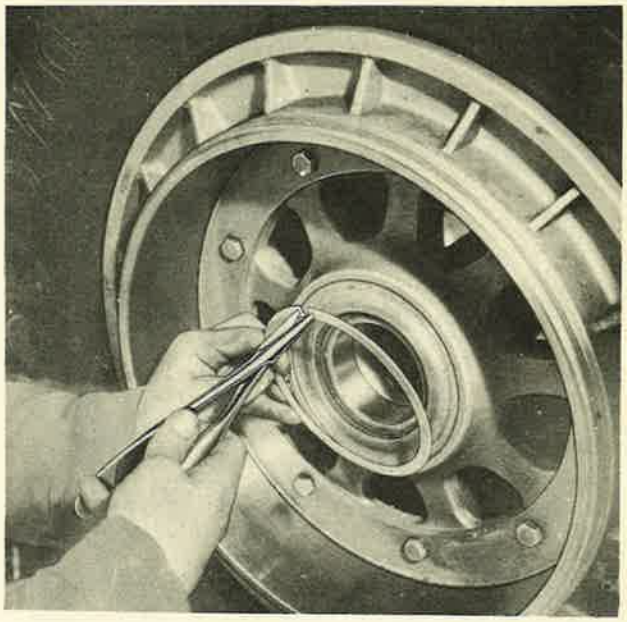
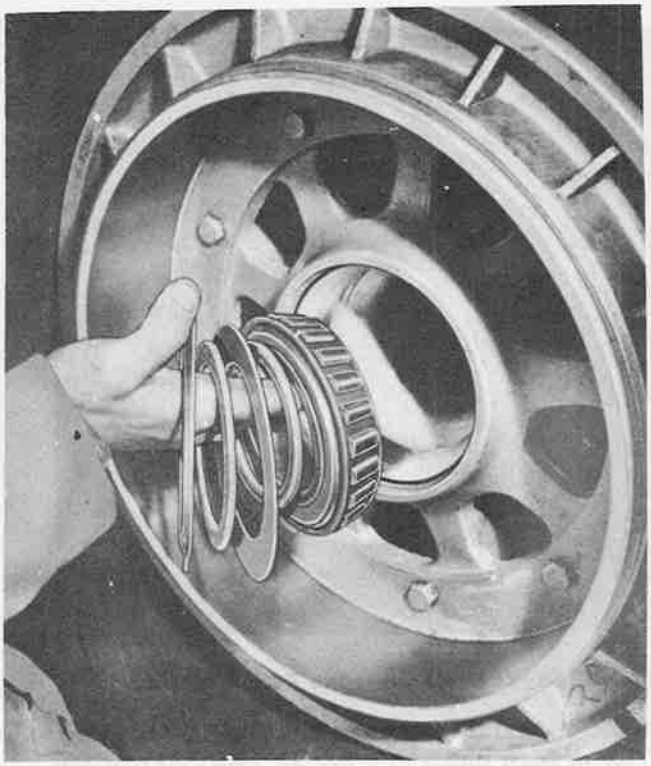

Figure 158—Removing Bearing Retaining Snap Ring
Figure 159—Removing Wheel Bearing and Grease Retainers
(4) Remove the snap ring (figure 158) and remove the bearing grease retainers and bearing (figure 159).